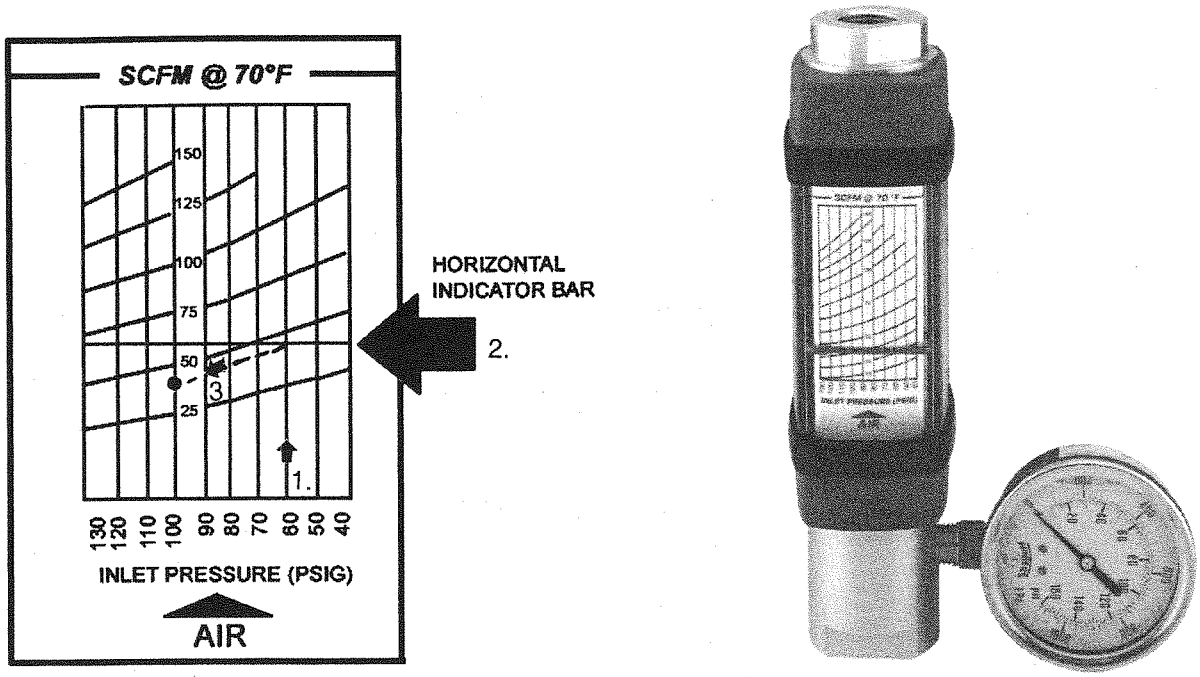

Figure 19. Compressed Air Flow Meter and Scale
5. Compressed air flow can be read directly from the compressed air flow meter. Refer to Compressed Air Flow Meter section and Figure 19 for detailed instructions on how to read the compressed air flow meter. Verify that both the compressed air flow and burner inlet pressure, from step 4, meet or exceed the values given in Table 6 and/or the additional burner capacity and performance data sheets.
To determine the compressed air flow rate, refer to Figure 19 and proceed as follows:
3. From the intersecting point on the horizontal indicator bar, follow the slope as shown on the diagonal lines to the 100 psig inlet pressure vertical line and interpolate the scfm or lps flow rate (Note for the example shown in Figure 19, with an inlet pressure of 60 psig, the compressed air flow rate is approximately 40 scfm).